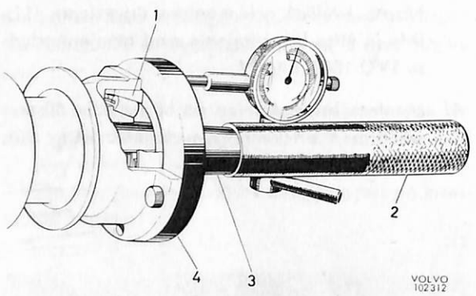

Bild 28. Mätning av axialspel för drivaxlar.
6. Sätt fast hållaren SVO 2611 på drivaxeln, se bild 28. Montera ett mätur och rikta dess spets mot plattan. Skjut drivaxeln utåt och avläs spelet. Välj justermellanlägg enligt tabellen på vidstående sida.